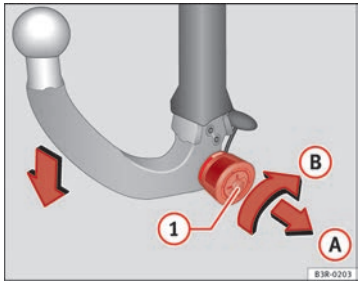
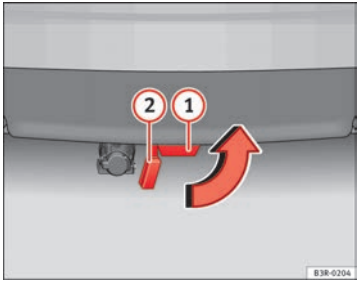

Fig. 173 Removable towing bracket: Removing the ball joint
Fig. 174 Rear bumper: fitting the cover piece
– Insert the key in the lock (1) ⇒ Fig. 173 on the knob.
– Take hold of the ball joint and pull out the knob in direction (A).
– Keep hold of the knob and turn it as far as it will go in direction (B).
– Pull the ball joint down out of the mounting fixture (1) ⇒ Fig. 174. The cover piece will cover the mounting fixture automatically (2).